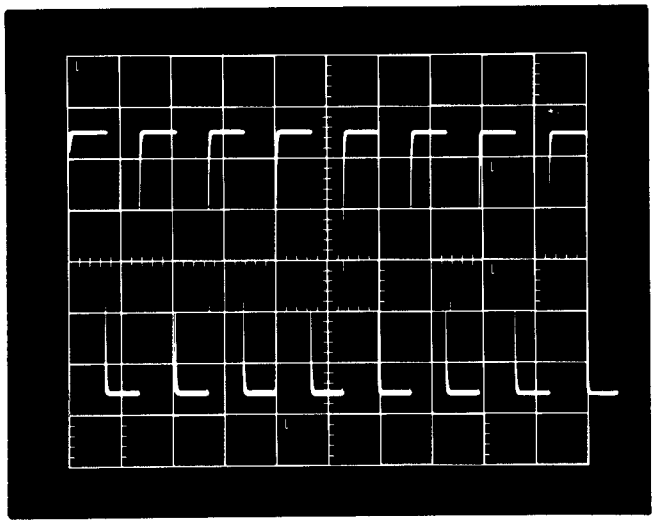

Fig. 5-1. Typical display showing optimum square wave response.
Requirement-Optimum square wave response on the leading edge. See Fig. 5-1.
h. Check for optimum square wave response (minimum overshoot and rolloff). See Fig. 5-1.